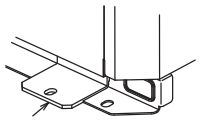

Рис. 3 (без съемной опоры)
④ Если болты крепления закручиваются после установки блока на основание, то используйте крепежные пластины (в комплект не входят). См. рис. 3 и 4.
⑤ Изолируйте отверстия, через которые в блок входят фреонопроводы и кабели, для исключения проникновения в блок мелких животных и воды, которые могут повредить компоненты блока.
⑥ При подключении фреонопроводов и кабелей снизу убедитесь, что они не мешают установочным элементам блока.
⑦ Следуйте дополнительным рекомендациям, приведенным в „Инструкции по установке”.